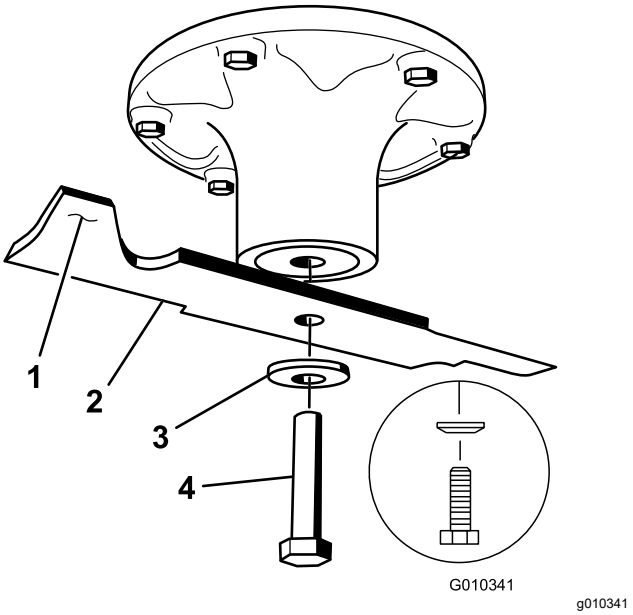

Figura 67
2. Îndepărtai urubul lamei, aiba curbată i lama de pe arborele axului (Figura 67).
1. Montai lama pe arborele axului (Figura 67).
2. Montai aiba curbată (cu partea în formă de cupă îndreptată către lamă) i urubul lamei (Figura 67).